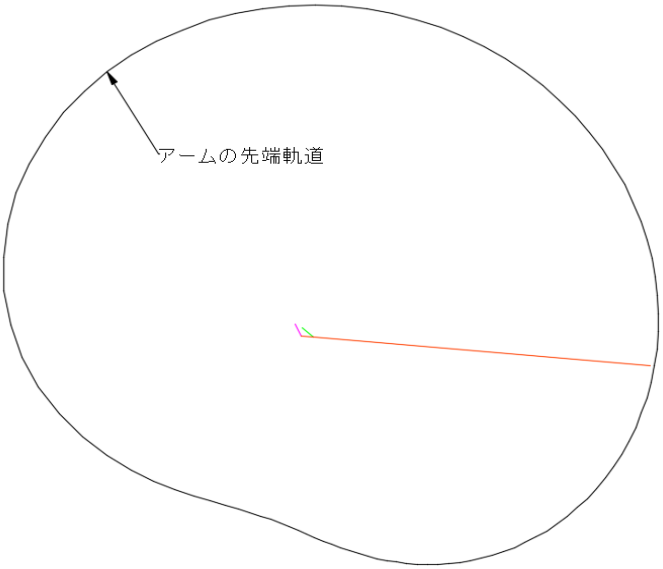
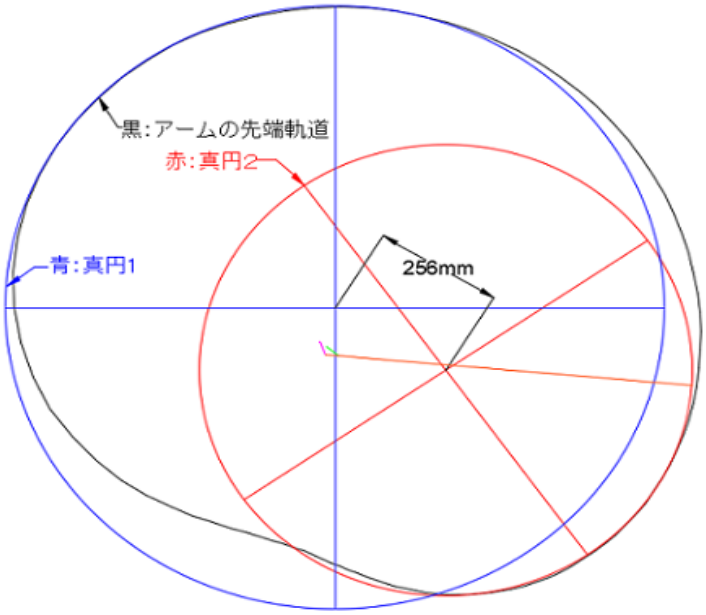

図6:アーム先端軌跡
図7:アーム先端軌跡と比較用真円との比較
アームの先端は図6の黒線の軌道を描いてます。図7より、2点以上の充分に間隔の空いた円弧中心を持つ連続した曲線を通過しています（青線の真円1と赤線の真円2の間隔は256mm空いています）。アームの動作は①から④の順に動くとアームを上げる動作をとります。また④から①の順に動くとアームを下げる動作をとります。